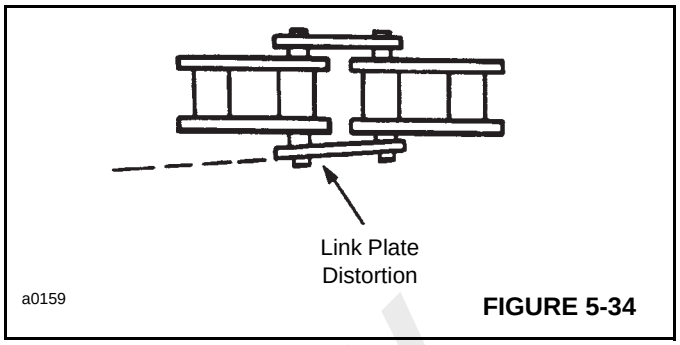

FIGURE 5-34
b. Distortion or spreading of an outside link plate, evidenced by increasing clearance between overlapping link plates, or between the inner link plates and the roller. This indicates a hidden break in a pin (Figure 5-34).